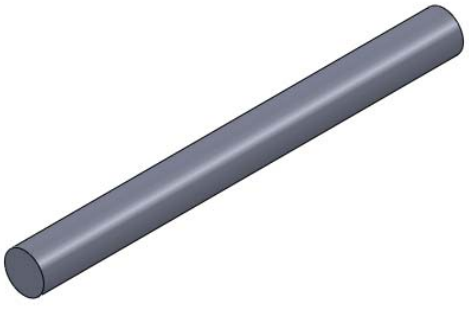

Figure 2-15 *Base feature of the model*
15. Choose the **Isometric** button from this flyout; the current orientation of the model changes to isometric. The model after creating the base feature is shown in Figure 2-15.